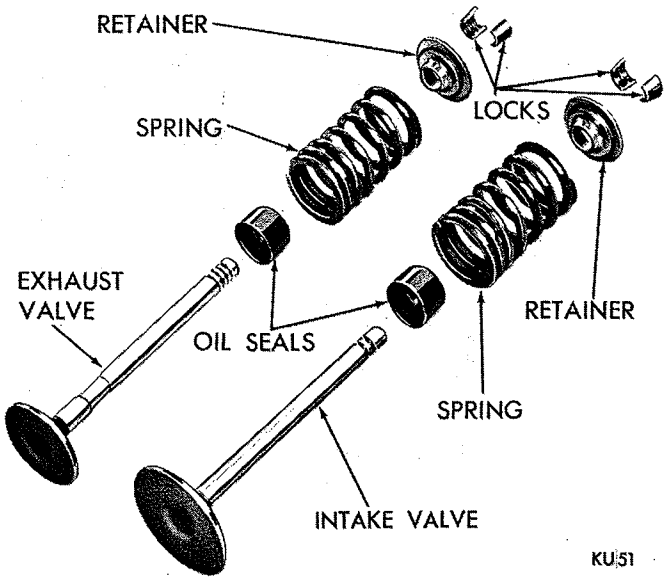

*Fig. 18—Valve Assembly (Disassembled View)*
(2) Install new cup seals on the intake and exhaust valve stems and over valve guides (Fig. 18 and 19) and install valve springs and retainers.
(3) Compress valve springs with Tool C-3422A. Install locks and release tool.